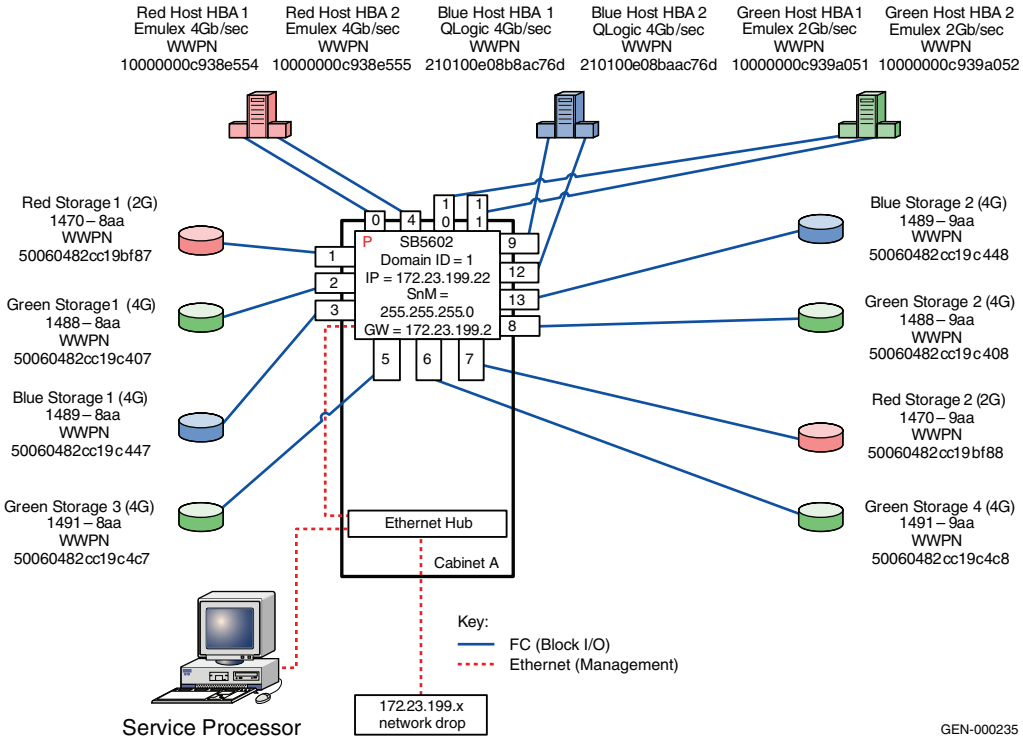

Figure 5 **Single switch fabric built with QLogic SB5602**
Figure 5 shows a single switch fabric built with a QLogic SB5602
a. Attach fiber cable between the switches as shown in Figure 5 on page 72.